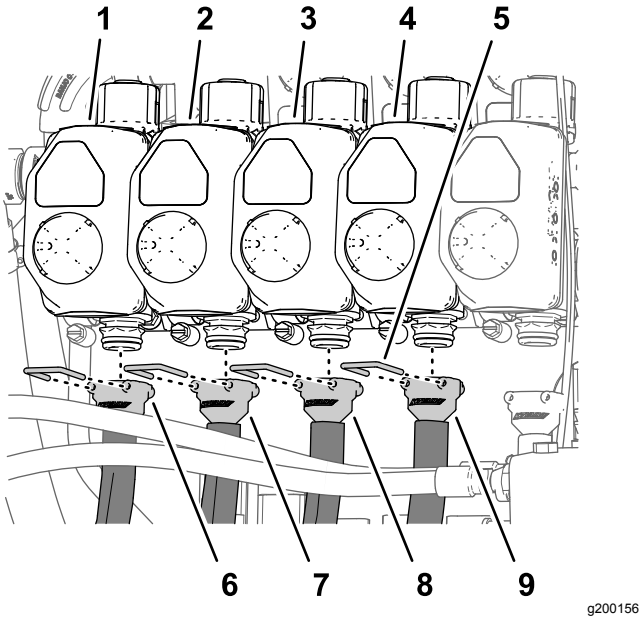
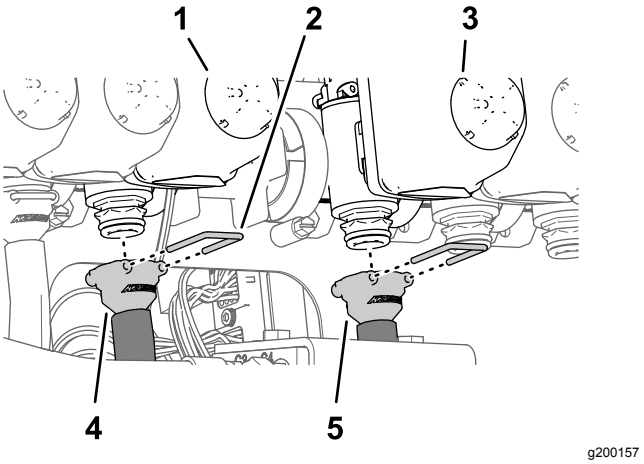

Rysunek 126
Rysunek 127
Informacja: Pozycje zaworów dysz są podane na Rysunek 126 w rozdziale Zamocowanie węży do zaworów dysz o numerach od 1 do 4 (Strona 62), Rysunek 127 w rozdziale Zamocowanie węży do zaworów dysz 5 i 6 (Strona 62) oraz Rysunek 128 w rozdziale Zamocowanie węży do zaworów dysz o numerach od 7 do 10 (Strona 63).
1. Zamocuj złącze proste z występem węża doprowadzającego 279 cm do złącza zaworu dyszy 1 (Rysunek 126).
2. Zamocuj złączkę z występem złącza używając zapinki (Rysunek 126).
3. Zamocuj złącze proste z występem węża doprowadzającego 234 cm do złącza zaworu dyszy 2 (Rysunek 126).
4. Zamocuj złączkę z występem złącza używając zapinki (Rysunek 126).
5. Zamocuj złącze proste z występem węża doprowadzającego 188 cm do złącza zaworu dyszy 3 (Rysunek 126).
6. Zamocuj złączkę z występem złącza używając zapinki (Rysunek 126).
7. Zamocuj złącze proste z występem węża doprowadzającego 188 cm do złącza zaworu dyszy 4 (Rysunek 126).
8. Zamocuj złączkę z występem złącza używając zapinki (Rysunek 126).
1. Zamocuj złącze proste z występem węża doprowadzającego 81 cm do złącza zaworu dyszy 5 (Rysunek 127).
2. Zamocuj złączkę z występem złącza używając zapinki (Rysunek 127).
3. Zamocuj złącze proste z występem węża doprowadzającego 81 cm do złącza zaworu dyszy 6 (Rysunek 127).
4. Zamocuj złączkę z występem złącza używając zapinki (Rysunek 127).